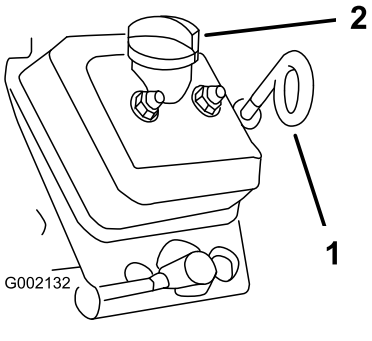

Figur 35
5. Bruk en fille til å rengjøre rundt oljepeilestaven og påfyllingslokket (Figur 35) sånn at smuss ikke kan falle ned i peilestavrøret eller oljepåfyllingshalsen og skade motoren.
6. Fjern peilestaven og tørk den ren (Figur 35).
7. Før peilestaven ned i peilestavrøret og sikre at den når helt ned (Figur 35).
10. Sett på påfyllingslokket (Figur 35).
11. Sett peilestaven ordentlig på plass (Figur 35).